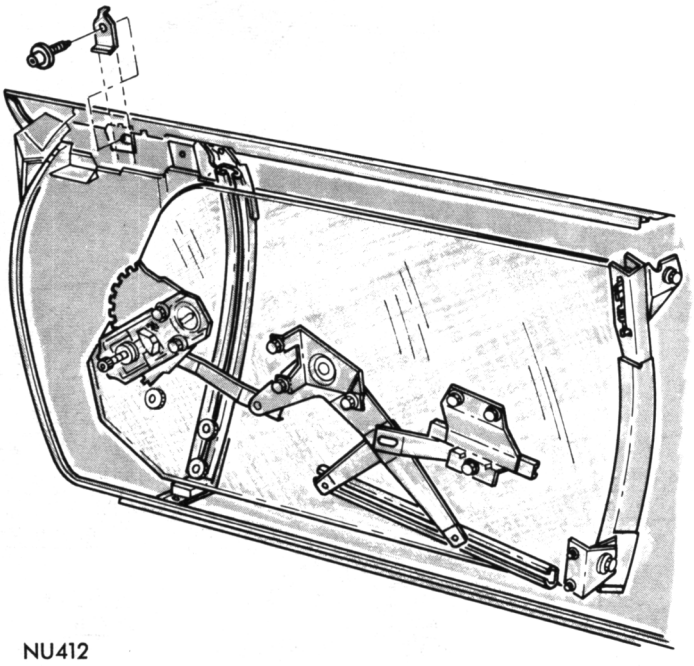

Fig. 25—Glass Up-Stops
(4) Move pivot bracket fore or aft and set glass parallel to weatherstrip locating bead at primary sealing lip.
(5) Tighten pivot bracket and support screw assemblies.
(6) Set front up-stop down against bumper on glass.
(7) Tighten up-stop bracket screw on inner panel (Fig. 25).
(8) Set rear channel up-stop wedge down against stop in rear frame.
(9) Tighten rear channel and bracket upper attachment screw.
The glass up-stop (Fig. 25) is attached to the door outside panel belt reinforcement with a screw and washer assembly. Engage tab on stop with slot in reinforcement.